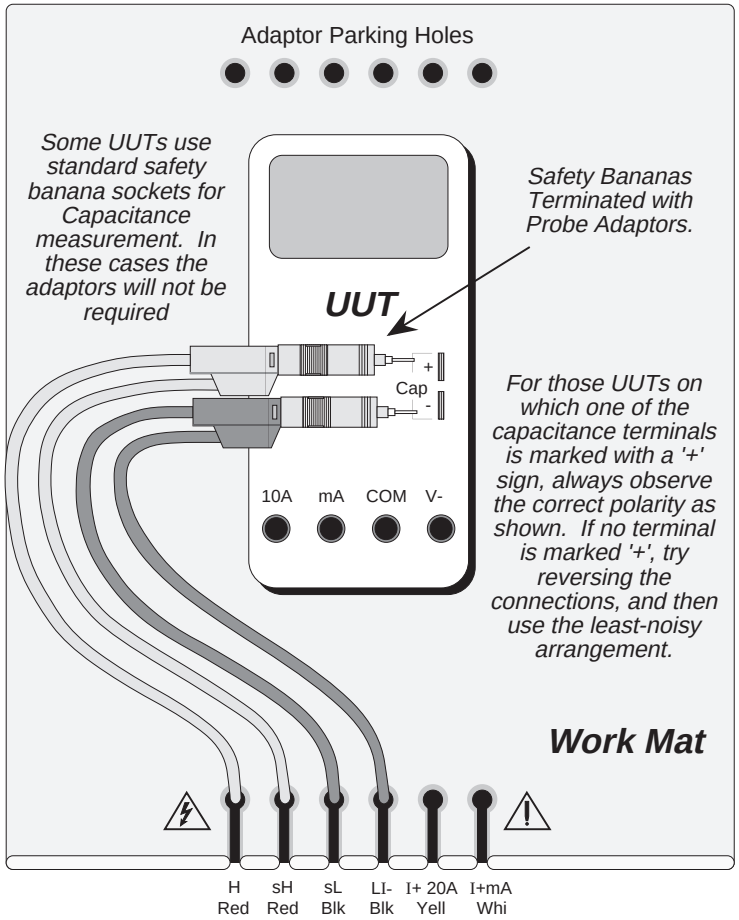

Fig. 4.13.4
The general connection scheme for UUT calibration is illustrated in *Fig. 4.13.4*.
1. **Connections** — Connect the 9100 to the UUT as shown in *Fig. 4.13.4*, and ensure that both instruments are powered ON and warmed up.